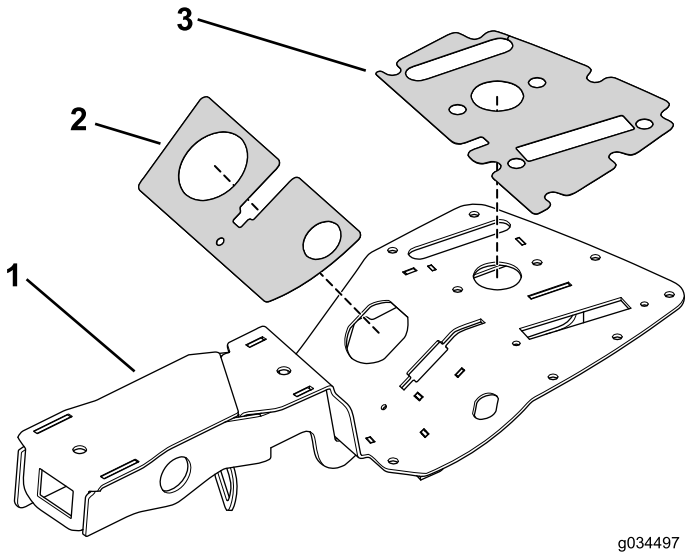

Figur 15
1. Monter øverste og nederste mærkat på konsollen (Figur 15).